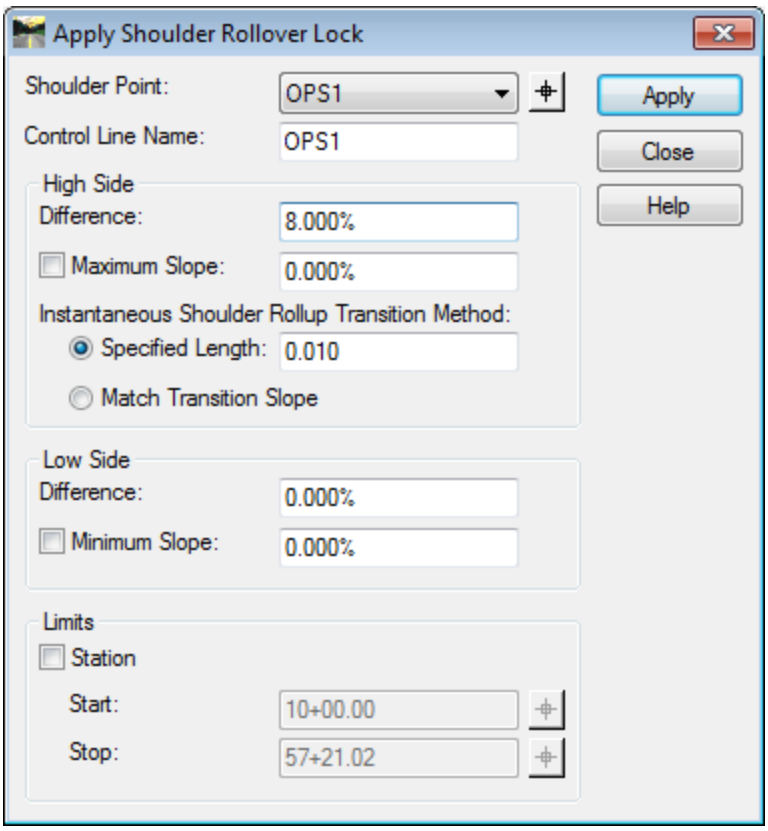

Figure L8-80 Apply Shoulder Rollover Lock
- Ensure the entries in the **Apply Shoulder Rollover Lock** dialog match those shown in *Figure L8-80*.